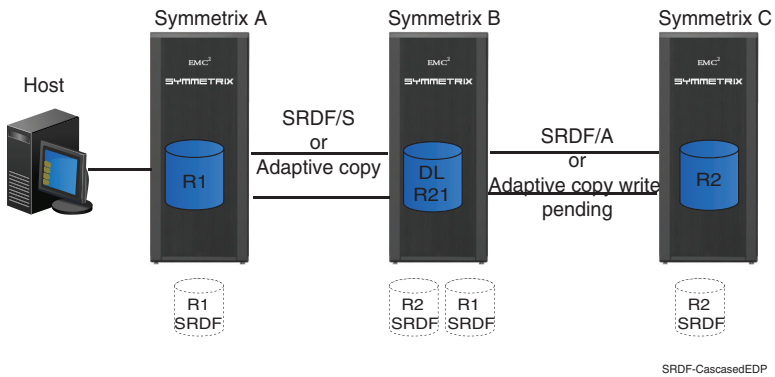

Figure 49 SRDF/EDP basic topology
The SRDF/Extended Distance Protection (EDP) functionality is a licensed SRDF feature that offers a long distance disaster recovery (DR) solution. Figure 49 on page 128 shows an SRDF/EDP topology.